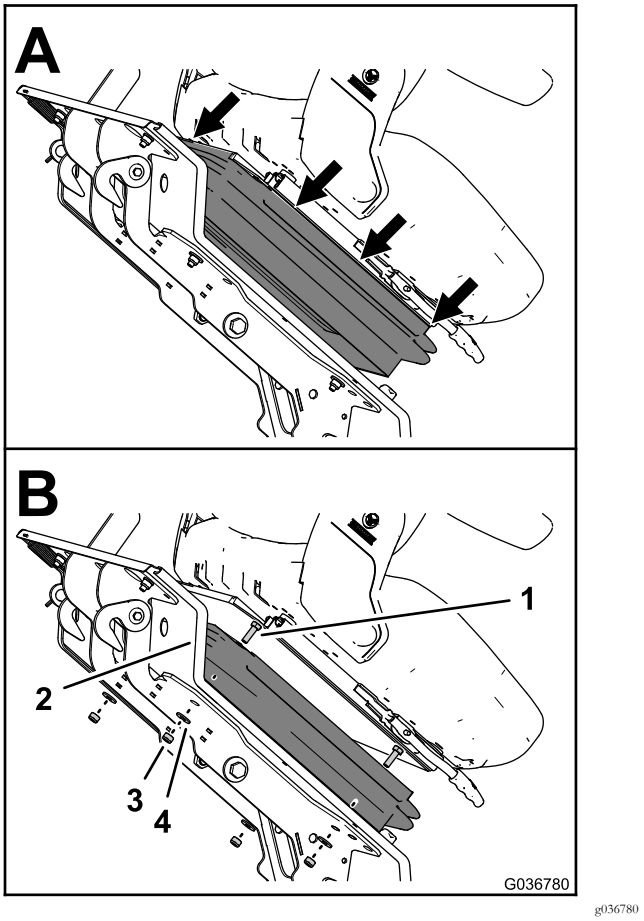

Figura 10
C. Una volta rimosse tutte le alette dalle relative scanalature, tirate verso il basso la guaina in gomma (A di Figura 10).
4. Sostenendo il sedile, rimuovete le 4 rondelle (8 mm) e i 4 dadi di bloccaggio (8 mm) che fissano il sedile alla relativa piattaforma (B di Figura 10).